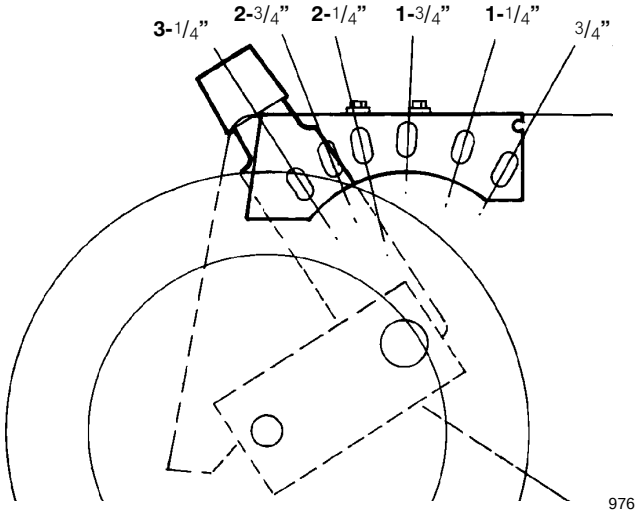

Figure 10
- Grass grows at different rates at different times of the year. In the heat of the summer, it is generally best to cut grass at the 1-3/4", 2-1/4" or 2-3/4" height-of-cut settings (Fig. 10). Only about 1/3 of the grass blade should be cut off. Cutting below the 1-3/4" setting is not recommended unless grass is sparse or it is late fall when grass growth begins to slow down.
The height-of-cut is adjustable from approximately 3/4 to 3-1/4 inches (19 mm to 83 mm), in 1/2 inch (12.7 mm) increments (Fig. 10). Moving height-of-cut adjuster forward raises height-of-cut.